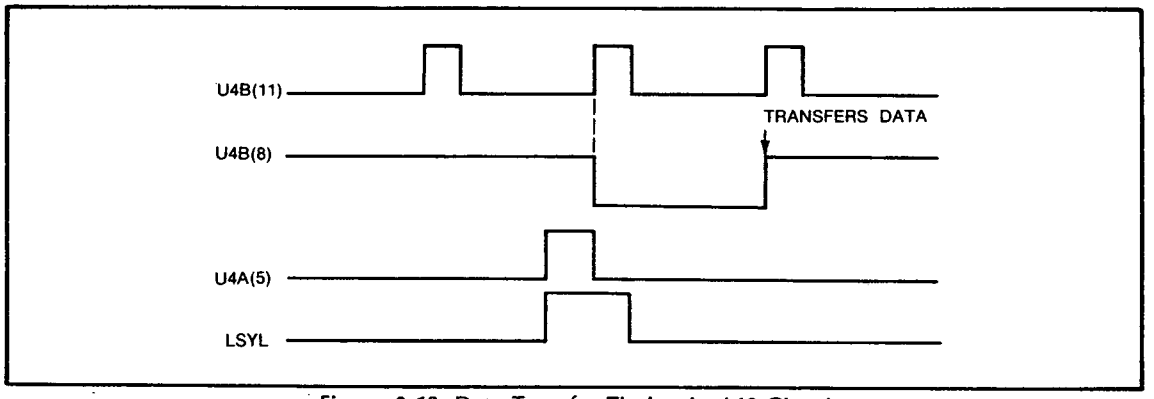

Figure 8-12. Data Transfer Timing in A10 Circuit
8-186 The lower byte is loaded into U16 and U11 when LSYL, decoded on A14, goes high. The data, which has been temporarily stored in U16, U11, and U17, is next transferred to U10, U15, and U7A by the operation of U4A and U4B. When LSYL goes high, a high is clocked into U4A(5) and is presented to U4B(12). The next positive transition at U4B(11) causes U4B(8) to go low, which clears U4A(5). The following positive transition at U4B(11) then clocks U4B(8) high. The low to high transition of U4B(8) loads the data into U10, U15, and U7A. *Figure 8-12* shows the timing of this operation.